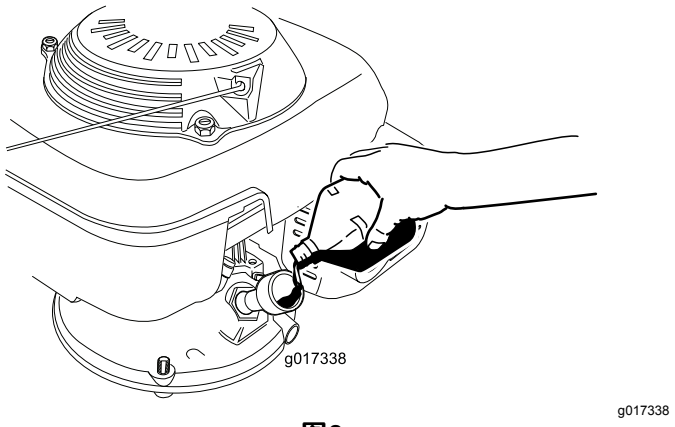

图8
3. **慢慢**将机油倒入注油孔、等待 3 分钟、将量油尺擦干净后插入注油孔**不是拧入**加油盖 (图8)、检查量油尺上的机油油位。